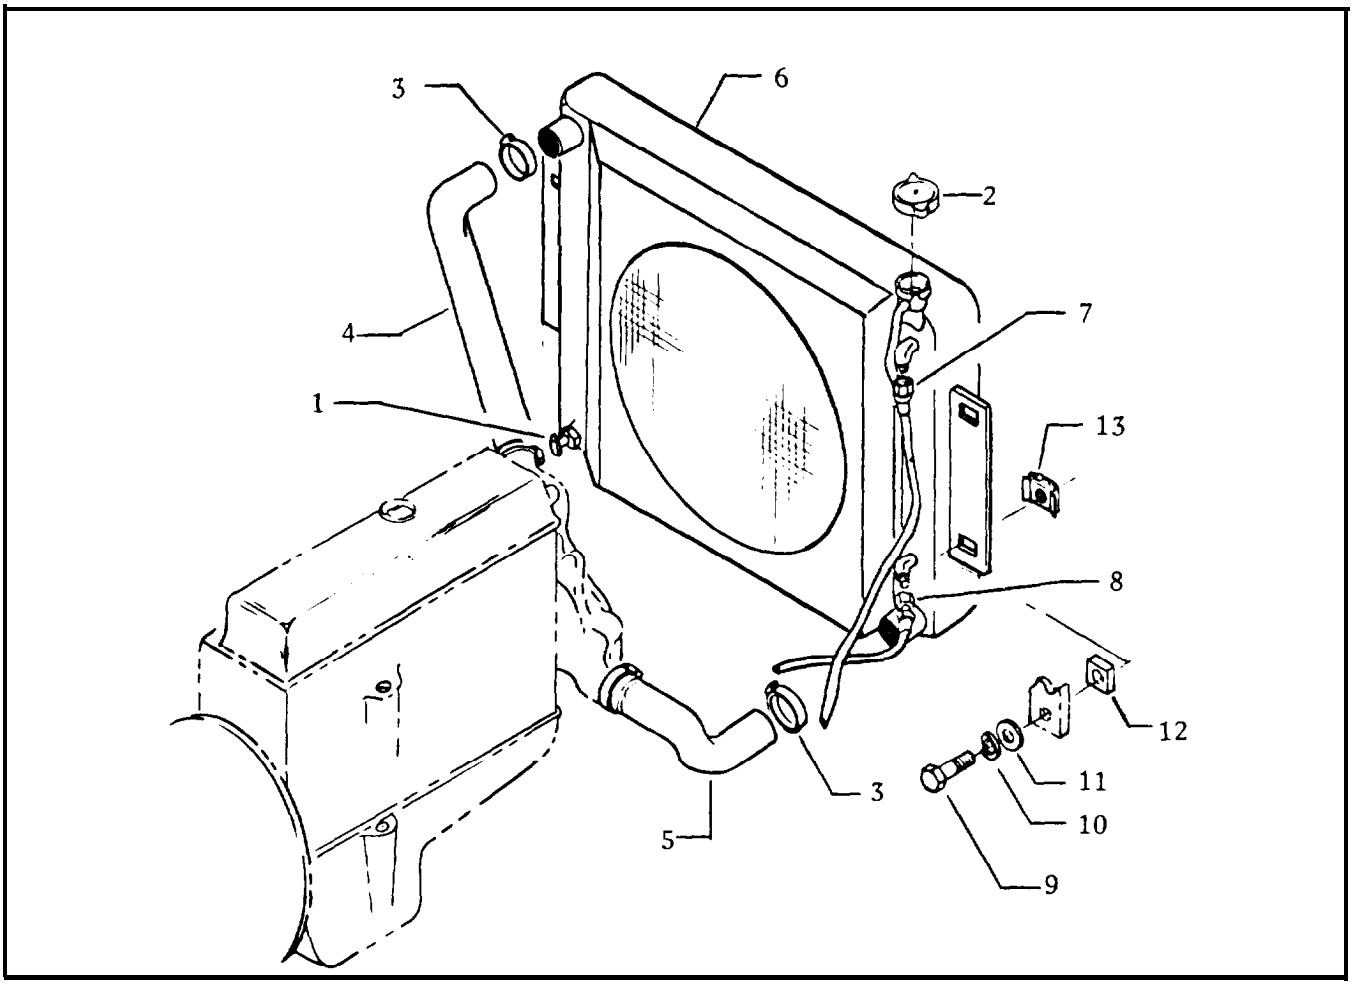

FIGURE 6-7 RADIATOR REMOVAL
d. Drain the radiator by opening the drain cock (Item 1 in fig. 6-7) and removing the radiator cap (Item 2 in fig. 6-7).
e. Loosen the clamps (Items 3 in fig. 6-7) that secure the upper and lower radiator hoses (Items 4 & 5 in fig, 6-7)
f. Place a drain pan under the radiator. Disconnect the transmission oil cooling lines (Items 7 & 8 in fig. 6-7) and plug lines and fittings in the radiator so contamination does not occure.
g. Remove the fasteners (Items 9 thru 12 in fig. 6-7) that secure the radiator to the frame, remove the radiator.